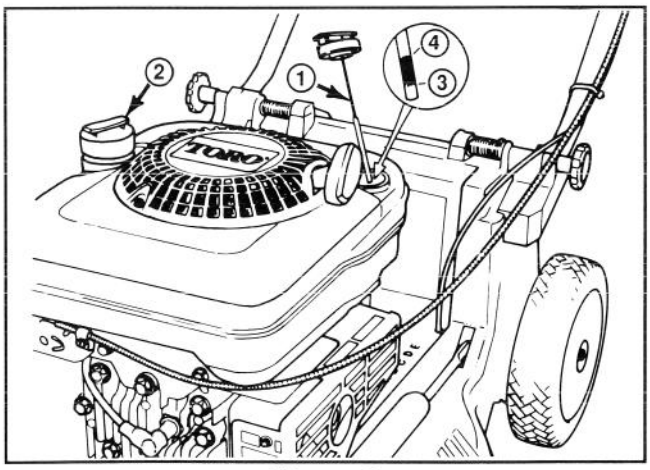

Figure 6
Before each use, assure oil level is between ADD and FULL mark (Fig. 6). Add oil if level is low.
3. Wipe dipstick and insert it into filler neck. Rotate cap 1/4 turn. Then remove dipstick and check level of oil (Fig. 6). If level is low, add only enough oil to raise level to FULL mark on dipstick. **DO NOT FILL ABOVE FULL MARK BECAUSE ENGINE COULD BE DAMAGED WHEN STARTED. POUR OIL SLOWLY.**
1. Clean around fuel tank cap and remove cap from tank (Fig. 6). Do not fill tank full. Using unleaded gasoline, fill fuel tank to within 6 to 13 mm (1/4" to 1/2") from top of tank, not into filler neck.
1. CHECK OIL LEVEL—Maintain oil level between ADD and FULL range as shown on dipstick (Fig. 6).
2. CUTTING AND BAGGING—Best results are achieved when only about 1/3 of the grass blade is cut. If long grass must be cut, use highest height–of–cut setting (E) for first mowing. Then recut the grass at a more normal setting. If too long of grass is cut, mower may plug and cause engine to stall.